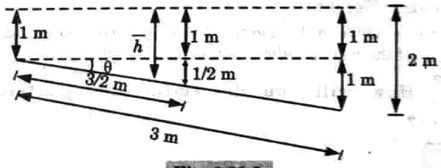

Fig. 1.31.2.
6. Moment of inertia of the Fig. 1.31.2 about horizontal axis through its centre of gravity